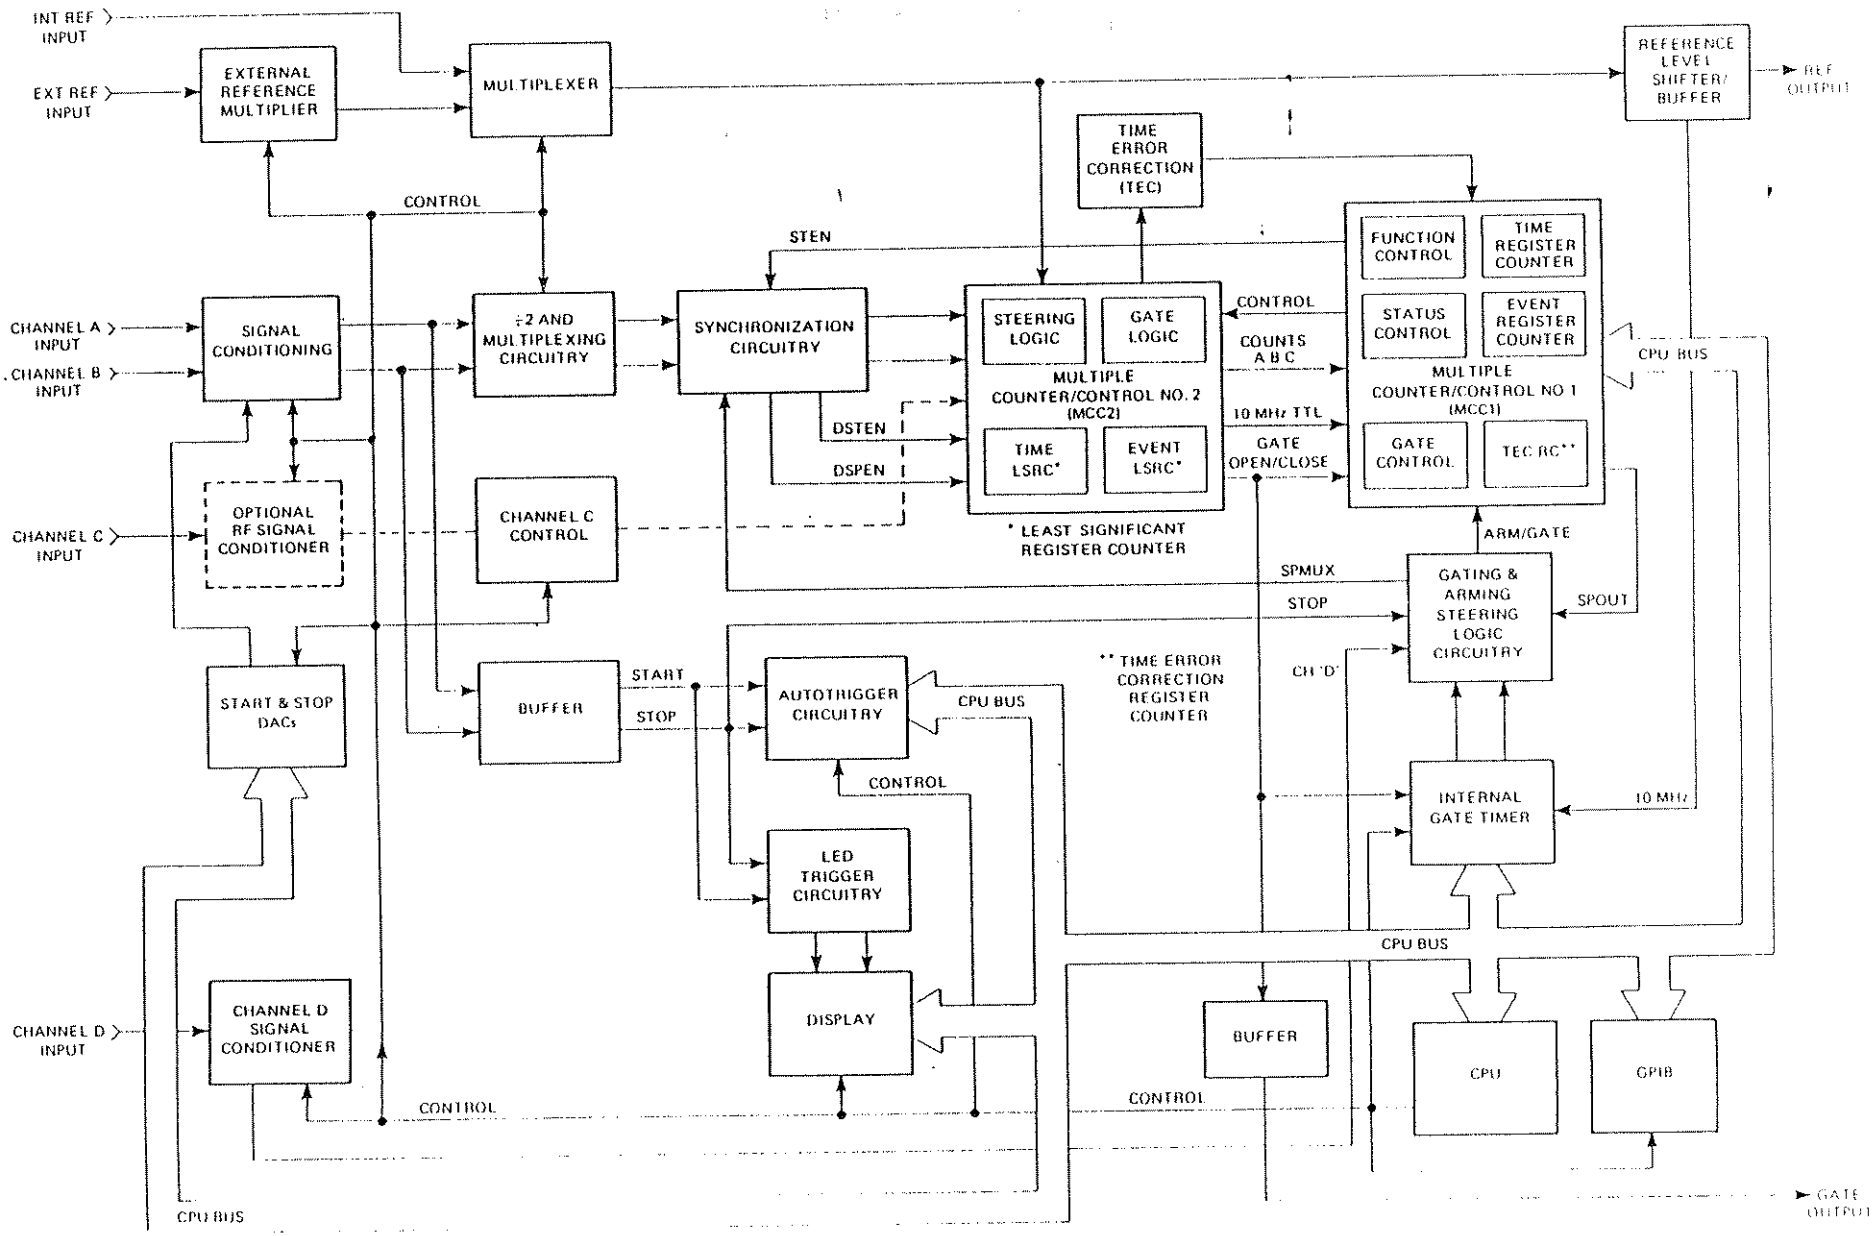

Figure 5.1 - Simplified Overall Block Diagram
5.1.2 The theory of operation provided is based on the simplified overall block diagram shown in Figure 5.1. Key circuit blocks of the 1995/1996 are described and supported in this section using simplified block and schematic diagrams. These diagrams supplement the complete schematics found in Section 7 of this manual. As much as possible, the simplified schematic and block diagrams provided here are annotated with the same reference designators found in the complete schematics. This should facilitate cross-referencing between this section of the manual and the schematics.
5.2.1 The 1995/1996 counter is divided into 11 major functional blocks. Most of these blocks are located on the instrument's motherboard. The front panel block, signal conditioner block, measurement block, and channel C block are incorporated on separate board(s) which plug into the motherboard. Figure 5.1 provides an overall simplified block diagram of the 1995/1996 counter. The following is a list of these 11 functional blocks:
5.2.2.1 As one reads through the General Information and Theory of Operation sections of this manual, it might prove helpful to refer to the Overall Block Diagram found in Figure 5.1.